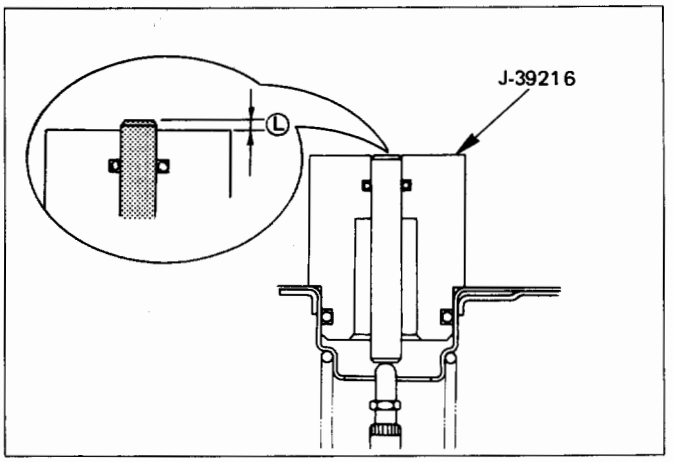

Fig. 5A1-6
- Measure dimension Ⓛ (Fig. 5A1-6)